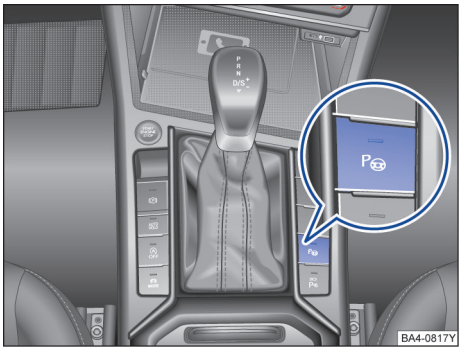
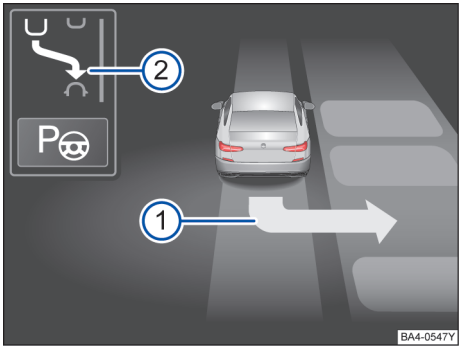

图 155 智能泊车辅助系统打开按钮
图 157 在组合仪表显示屏上：带迷你显示概览图的智能泊车辅助系统显示
组成智能泊车辅助系统的零组件包括位于前后保险杠上的超声波传感器、开启和关闭智能泊车辅助系统的按钮→ 图 155 和组合仪表显示屏上的显示。
开启智能泊车辅助系统后，在辨识到停车位时，会在组合仪表显示屏上提示建议的驶入模式。智能泊车辅助系统自动选择停车模式。所选停车模式显示在组合仪表显示屏上→ 图 157①。其他备选停车模式显示为迷你显示概览图→ 图 157②。如果智能泊车辅助系统的选择结果与所需停车模式不符，则可再次按下按钮→ 图 155，选择另一个停车模式。
- 留意交通，缓慢地将车辆行驶过目标停车位。当智能泊车辅助系统在组合仪表显示屏上显示一个推荐的泊车模式→ 图 157①时，请停车。